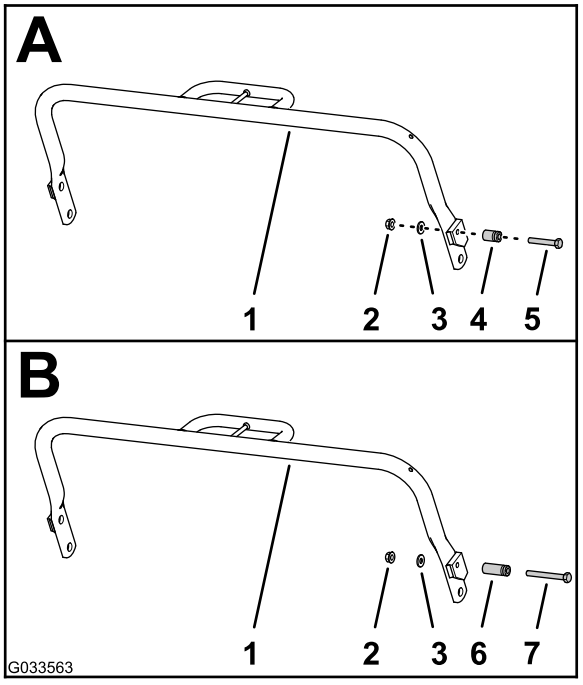

Figuur 3
3. Verwijder de flensmoer, onderlegring, bestaande veerpen (1"), en schroef (5/16" x 2") van de rechterkant van de kickstandaard (A in Figuur 3).
4. Monteer de nieuwe veerpen (1-3/4") op de kickstandaard met de nieuwe schroef (5/16" x 2-3/4"); zoals in B van Figuur 3.
5. Gebruik de flensmoer en onderlegring die u bewaard heeft in stap 3 om de veerpen te monteren op de kickstandaard (B in Figuur 3).